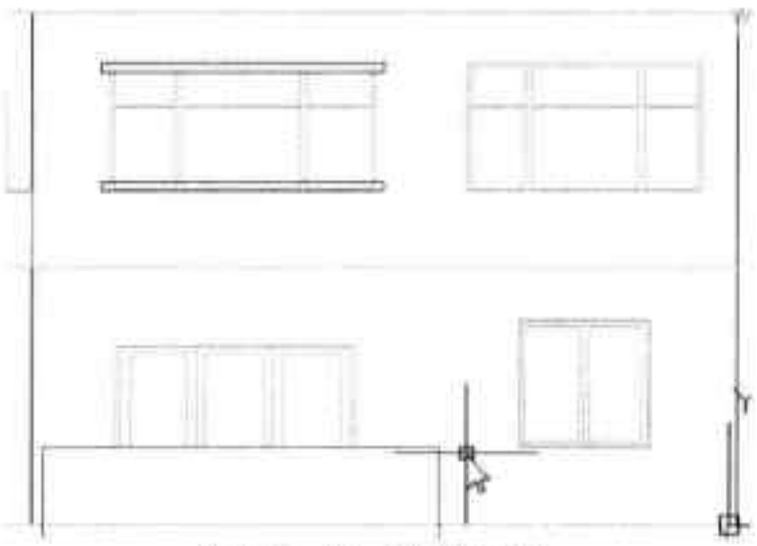

图18-45 添加窗套
Step 03 设置后，单击“确定”按钮，完成窗套的添加操作，如图 18-45 所示。